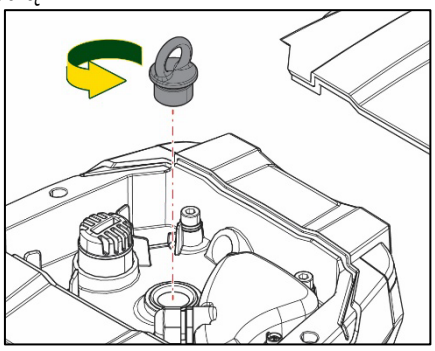

Rysunek 22
2. Wyjąć śrubę oczkową do podnoszenia znajdującą się wewnątrz górnej części zbiornika, odkręcając ją (Rys. 22). Podczas pracy należy uważać, aby nie dopuścić do przedostania się zanieczyszczeń (płynnych lub stałych) do silnika.